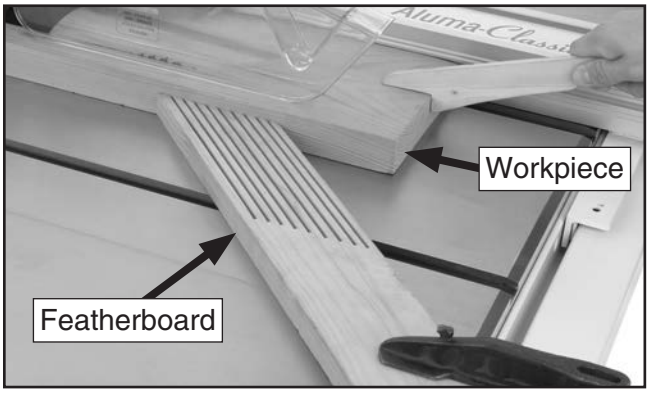

Figure 41. Typical ripping operation.
10. Use push stick to feed workpiece through saw blade, as shown in **Figure 41**, until workpiece is completely beyond saw blade.